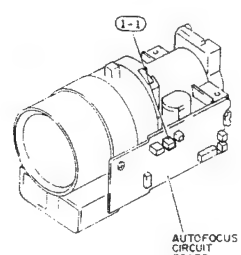

Fig. 2-102
1) Disconnect connector on the autofocus circuit board. (See Fig. 2-102)